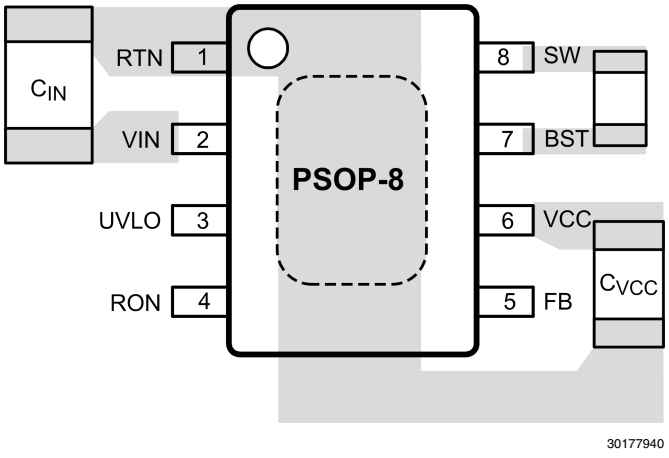

FIGURE 9. Placement of Bypass Capacitors
1. C_{IN}: The loop consisting of input capacitor (C_{IN}), V_{IN} pin, and RTN pin carries switching currents. Therefore the input capacitor should be placed close to the IC, directly across V_{IN} and RTN pins and the connections to these two pins should be direct to minimize the loop area. In general it is not possible to accommodate all of input capacitance near the IC. A good practice is to use a 0.1µF or 0.47µF capacitor directly across the V_{IN} and RTN pins close to the IC, and the remaining bulk capacitor as close as possible (Refer to *Figure 9* Placement of Bypass Capacitors).
2. C_{VCC} and C_{BST}: The V_{CC} and bootstrap (BST) bypass capacitors supply switching currents to the high and low side gate drivers. These two capacitors should also be placed as close to the IC as possible, and the connecting trace lengths and loop area should be minimized (See *Figure 9* Placement of Bypass Capacitors).